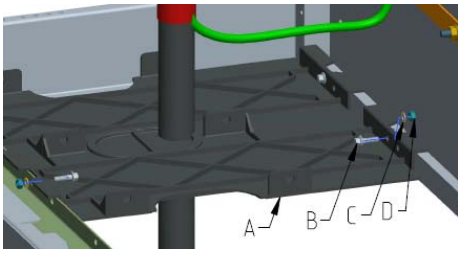

Figure 4.7.6
- Placer la deuxième tôle de fond (Figure 4.7.6 A) dans la cellule, de sorte que le caoutchouc de traverse soit fixé.
- Fixer la tôle de fond de chaque coté au châssis à l'aide de la vis à embase crantée (Figure 4.7.6 B), de la rondelle à ressort (Figure 4.7.6 C) et de l'écrou (Figure 4.7.6 D).